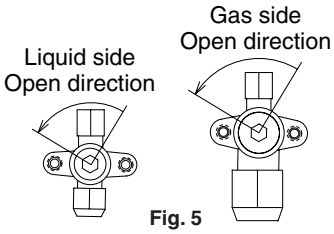

**Fig. 5**
**〈How to use the stop valve - Fig. 5 〉**